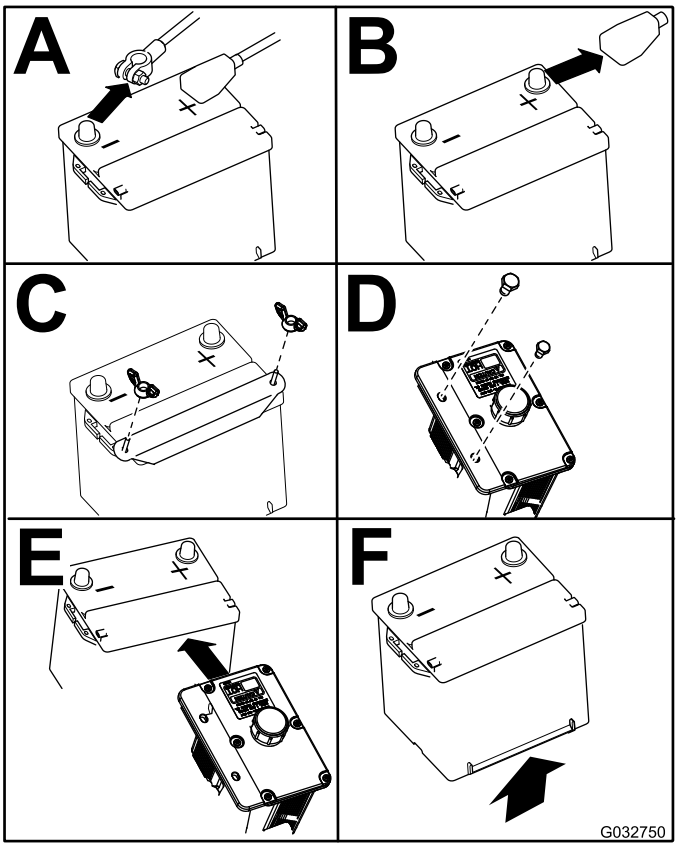

Rysunek 68
3. Wymontuj akumulator zgodnie z Rysunek 68.